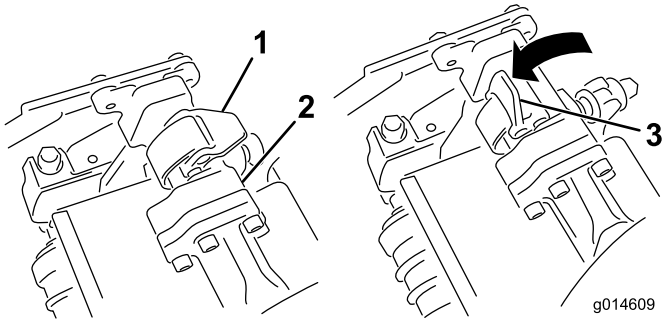
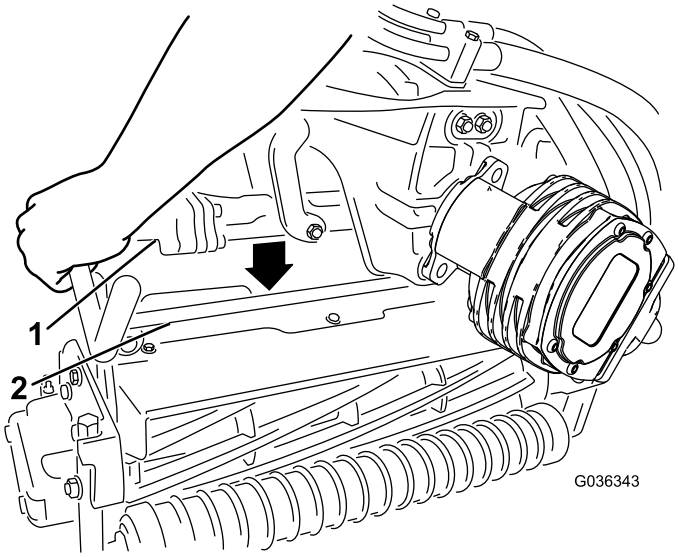

**Figur 32**
**Figur 33**
4. Åpne låsene på hjulopphengsarmbøylen slik at de peker opp (dvs. at de er åpne) (Figur 32), og trykk hjulopphengsarmen ned så bøylen ligger over klippeenhetens bøyle (Figur 33).
5. Skyv låsene ned og rundt klippeenhetsbøylen og lås dem slik at de sitter på plass(Figur 32).
5. Åpne låsene på hjulopphengsarmbøylen til klippeenheten du skal fjerne (Figur 32).